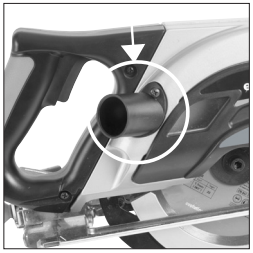

Fig. 11
- Monte el tubo de escape del puerto de descarga en el lugar donde se encontraba la tapa obturadora. **(Fig. 11)**